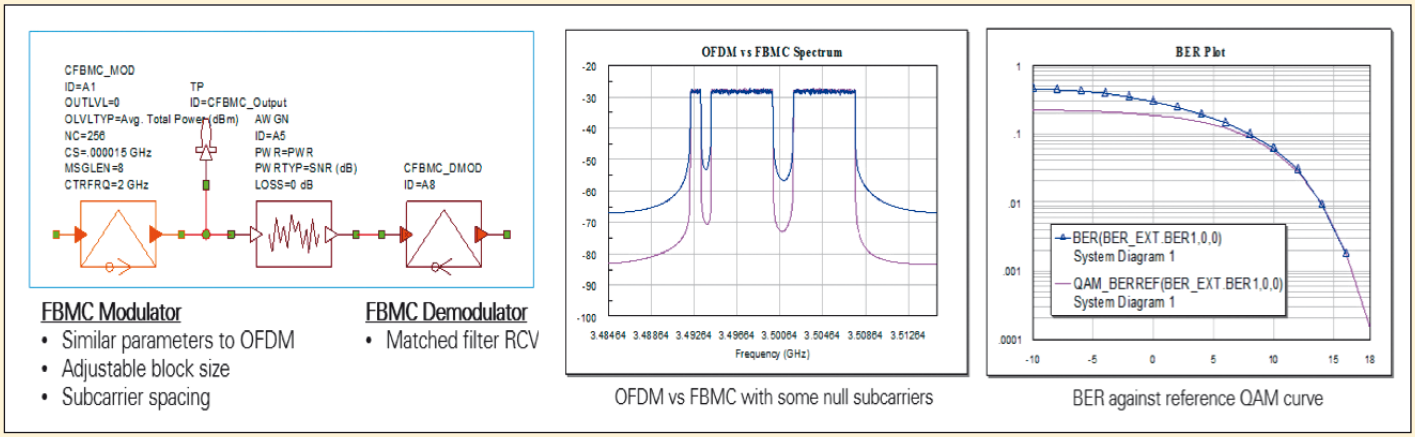

Fig. 2: 5G FBMC signal generator and BER performance. Users can determine the type of circular pulse shaping used in the FBMC signal
System design for communication applications is further enabled with new capabilities introduced in V13 of VSS. The software now provides LTE-Advanced (LTE-A) support for carrier aggregation of intraband and interband component carriers and 5G candidate modulated waveforms such as filter-bank multicarrier (FBMC) (Fig. 2), generalized frequency-division multiplexing (GFDM), and filtered orthogonal frequency-division multiplexing (F-OFDM). These technologies take advantage of faster processing speeds to offer higher data rates and are therefore being considered to replace OFDM download (DL) and single-carrier frequency-division multiple access (SC-FDMA) upload (UL).